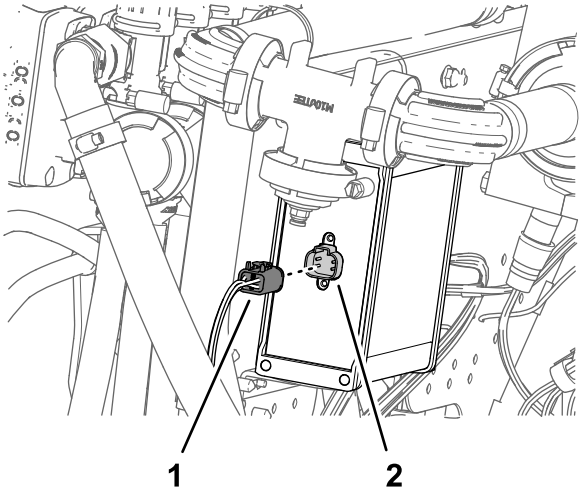

Figur 133
4. Sett kontakt med fire sokler merket TIL ASC 10 inn i kontakten med fire pinner på ASC 10-sprederkontrolleren (Figur 133).